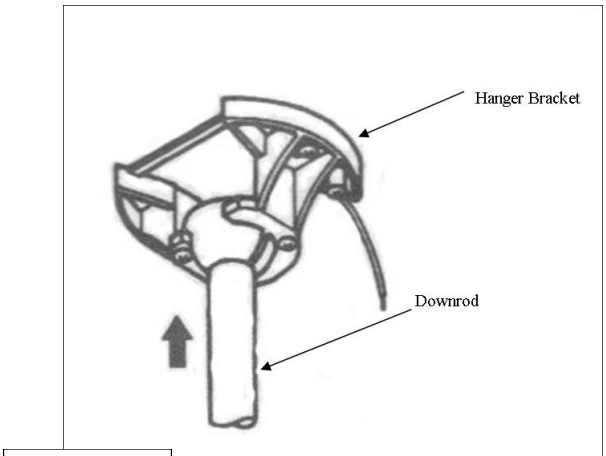

Figure 4
- Notice the half ball on the end of the support rod is grooved down one side. *(figure 4)* This keyway fits over the small keyway pin on the inside of the mounting bracket and keeps the ceiling fan from spinning on the mounting bracket.